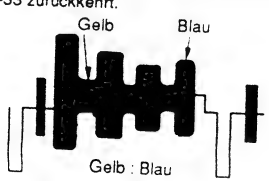

Abb. 4-32
(3) **Abgleich der Blau-Matrix (Abb. 4-32 bis 4-36)**